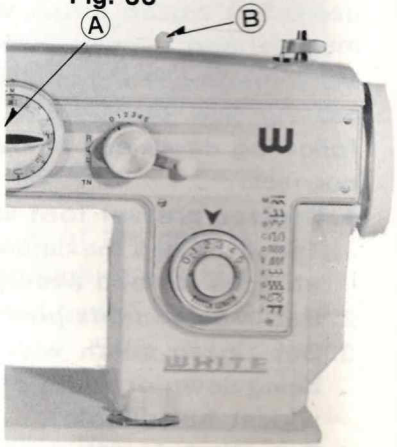

Fig. 34
6. Set decorative stitch dial (A, Fig. 34) to sew the left side (Step 1). Lower needle carefully into mark on fabric indicating the end of the buttonhole. Lower presser foot and sew entire length of buttonhole (Forward feeding).
10. If the stitch density on the buttonhole sides are different adjust by moving lever ("B" Fig. 34) to either the right (−) or left (+).